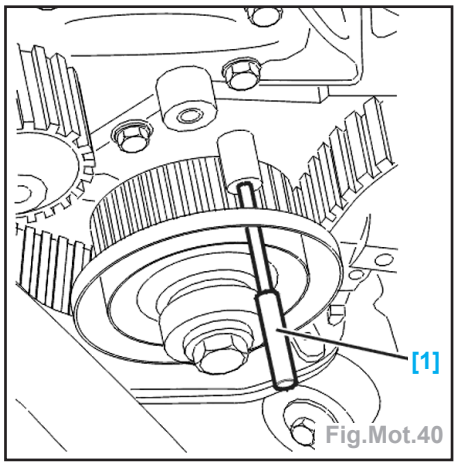

Fig.Mot.40
- Piger le pignon de vilebrequin de distribution dans la pompe à huile avec l'outil [1] (Fig.Mot.40).